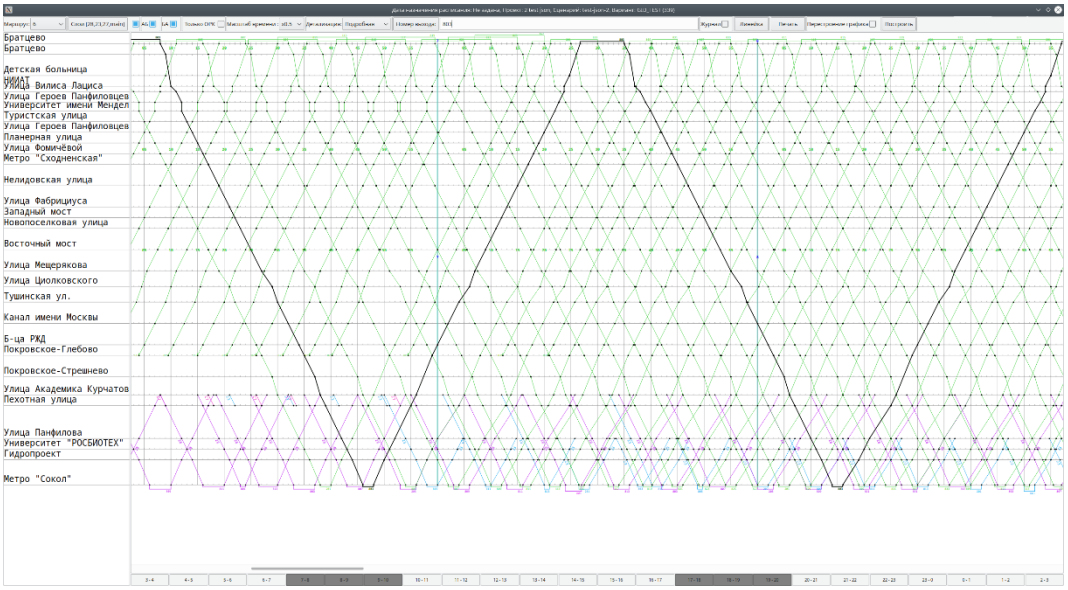

Рисунок 290 – Выполнен поиск выхода 803
2. Ввести требуемый номер выхода, найденный выход автоматически выделится чёрным цветом в области отображения графика (рисунок 290).